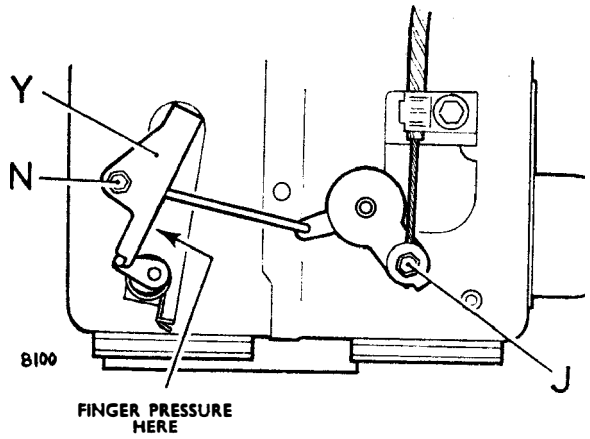

Fig. 10. *Screen control and air outlet valve adjustment details*
2. "SCREEN" control (See Fig. 10)